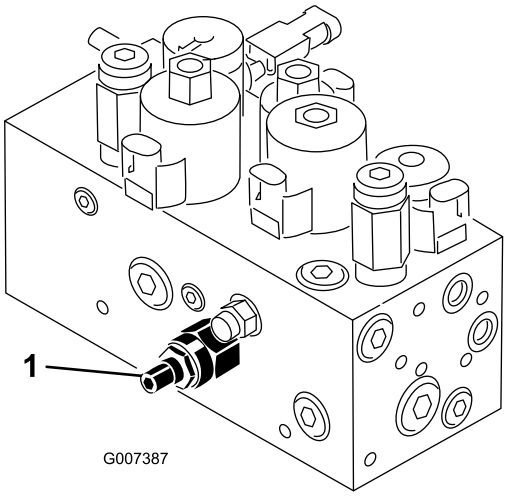

Figur 48
Klippenhetens lyft-/sänkkrets är utrustad med en flödesregleringsventil (Figur 48). Denna ventil förinställs på fabriken, men en justering kan dock behövas för att kompensera för skillnader i hydrauloljetemperaturer, klipphastigheter, redskap etc. Gör på följande sätt om en justering krävs:
1. Höj sätet och lokalisera flödesreglerventilen för mittdragramen (Figur 48) som sitter på sidan av hydraulgrenröret.